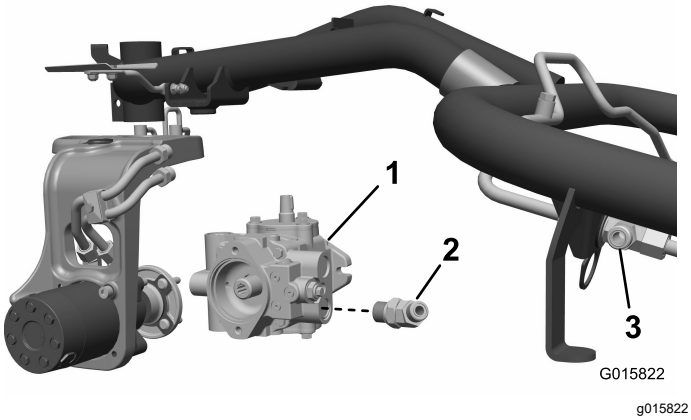

Figur 9
1. Koppla loss den lägre hydraulpumpslangen från pumpen och från den övre motorväggens T-stycke till de främre motorerna. Kassera slangen (Figur 9).
Kopplingen ska vara lös samt vänd uppåt och utåt (Figur 9).